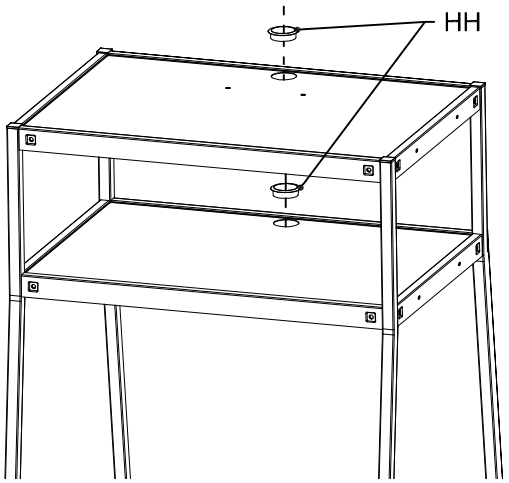

**FIGURE 5**
Insert the plastic grommet (HH) into the hole of top shelf and middle shelf as shown in **FIGURE 5**.